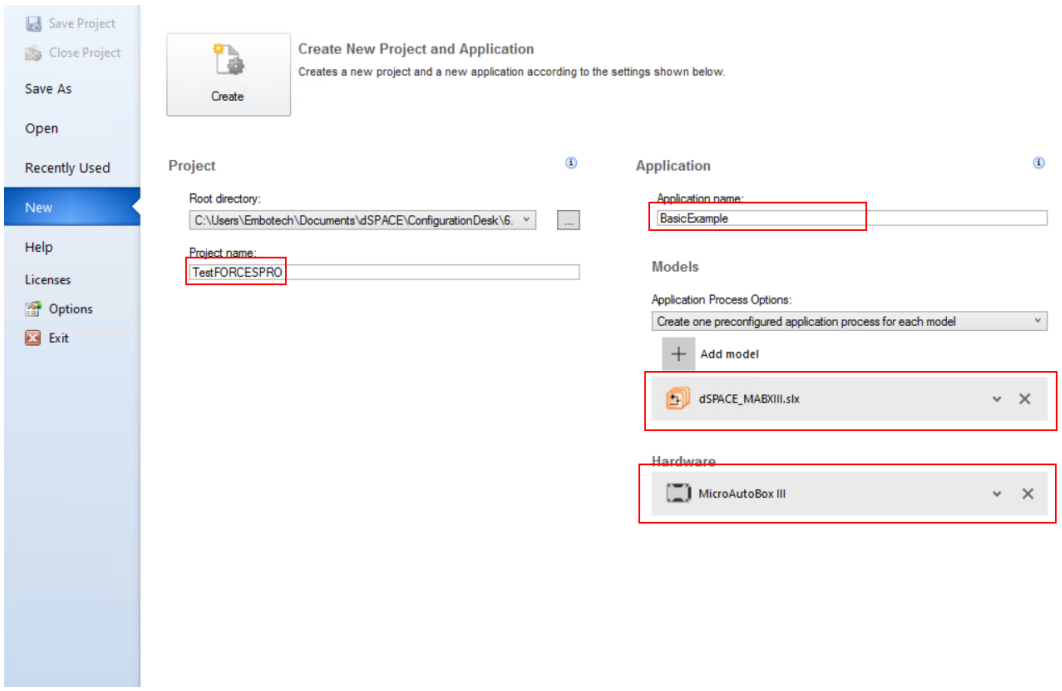

Figure 10.44: Create project and application in ConfigurationDesk.
15) Create a new Project and Application in ConfigurationDesk. Select directory of project, name of project and application, the model `dSPACE_MABXIII.slx` as the application process and connected MicroAutoBox III to deploy to (see Figure 10.44).